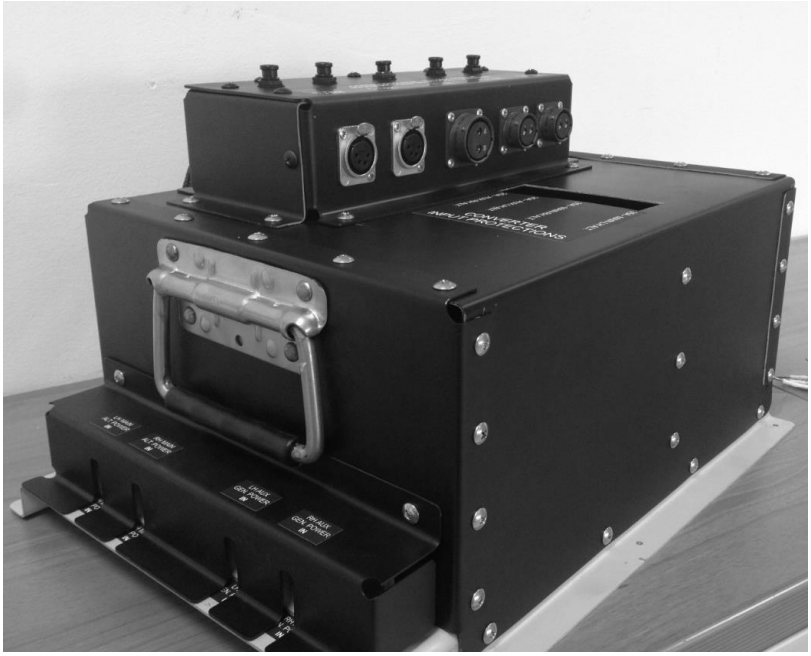

Figure 1 – Converter Box
d) The surplus power is directed to a converter box, shown in figure 1 and installed inside the baggage compartment, whose role is to convert the 4 separate inputs from 14V DC to 28V DC, regulate it and make it available for mission purposes.